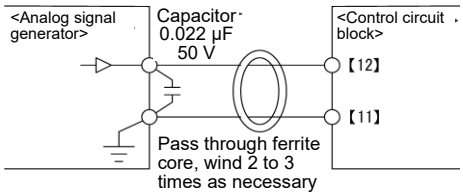

Fig. 2.2-16 Example of noise countermeasures
- When external analog signal generators are connected, the analog signal generator circuit may malfunction due to the noise created by the inverter. In these cases, connect ferrite core (toroidal shape or equivalent) to the output terminals of the analog signal generator or connect high frequency capacitors between the control signal lines, as shown in Fig. 2.2-16 below.